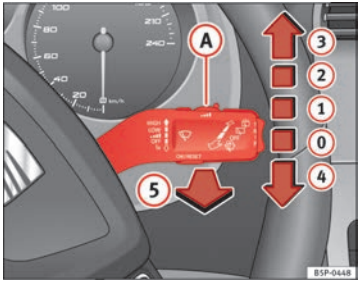

Abb. 83 Scheibenwischer- und Scheibenwaschhebel
Der Scheibenwischerhebel ⇒ Abb. 83 hat folgende Stellungen:
- Wenn bei eingeschalteter Wischerstufe (2) ⇒ Abb. 83 oder (3) das Fahrzeug anhält, wird automatisch auf die nächste Stufe heruntergeschaltet. Fährt das Fahrzeug wieder an, wird erneut auf die eingestellte Wischerstufe hochgeschaltet.